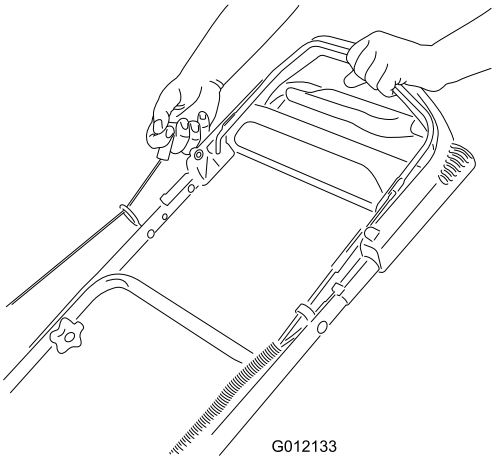

Figuur 13
2. Trek aan de handgreep van het startkoord (Figuur 13)